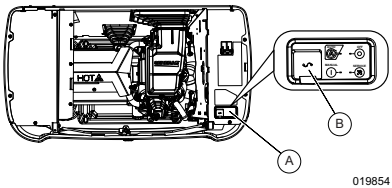

Figure 3-7. Generator Control Panel
See ***Figure 3-7***. The control panel interface (A) is located under the enclosure lid. Open lid as directed in ***Opening Generator Lid***.